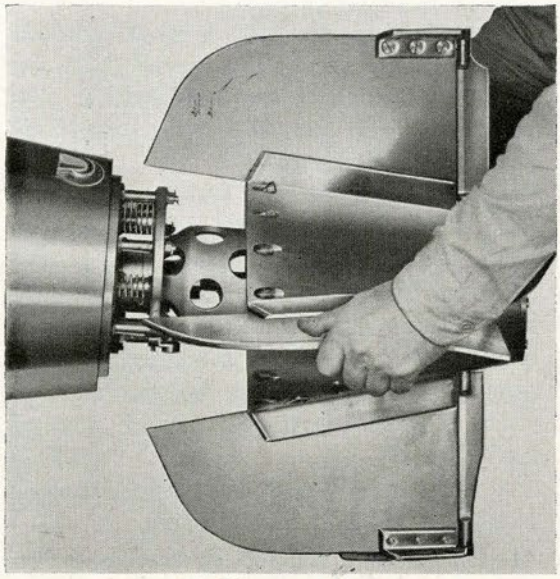

Figure 318
3. Replace tail cone assembly on afterbody and secure with 16 joint screws (Fig. 318). **(49 or 184)**